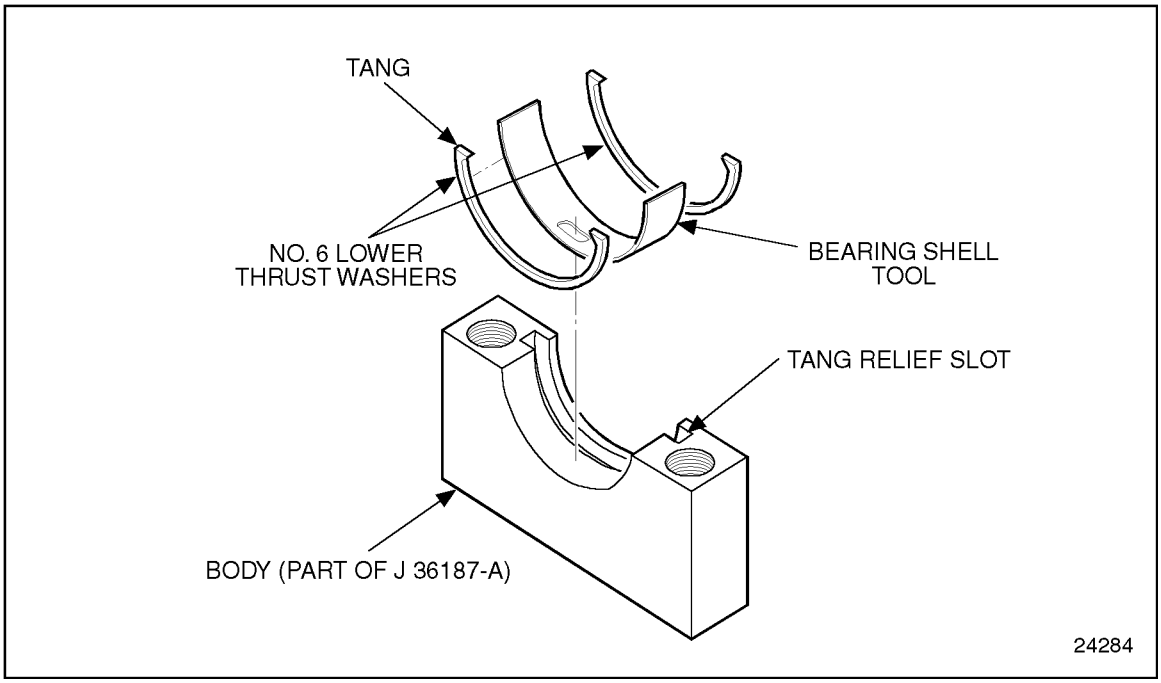

Figure 1-154 Upper Main Bearing Shell Removal-Tool Set-Up
7. For the No. 6 main bearing journal, it will be necessary to install the lower main bearing thrust washers (previously removed) to the machined faces of the body from the tool kit. Stick the thrust washers to the main cap using petroleum jelly. Index the locating tangs on the thrust washers with the cutouts on the bearing shell. See Figure 1-154.